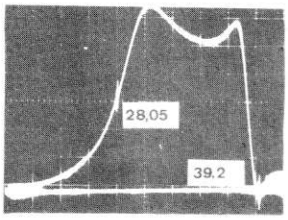

Fig 3
e) Régler la bobine 332 pour avoir un sommet à 30,5 MHz et l'autre à 37,5 MHz (fig. 3).